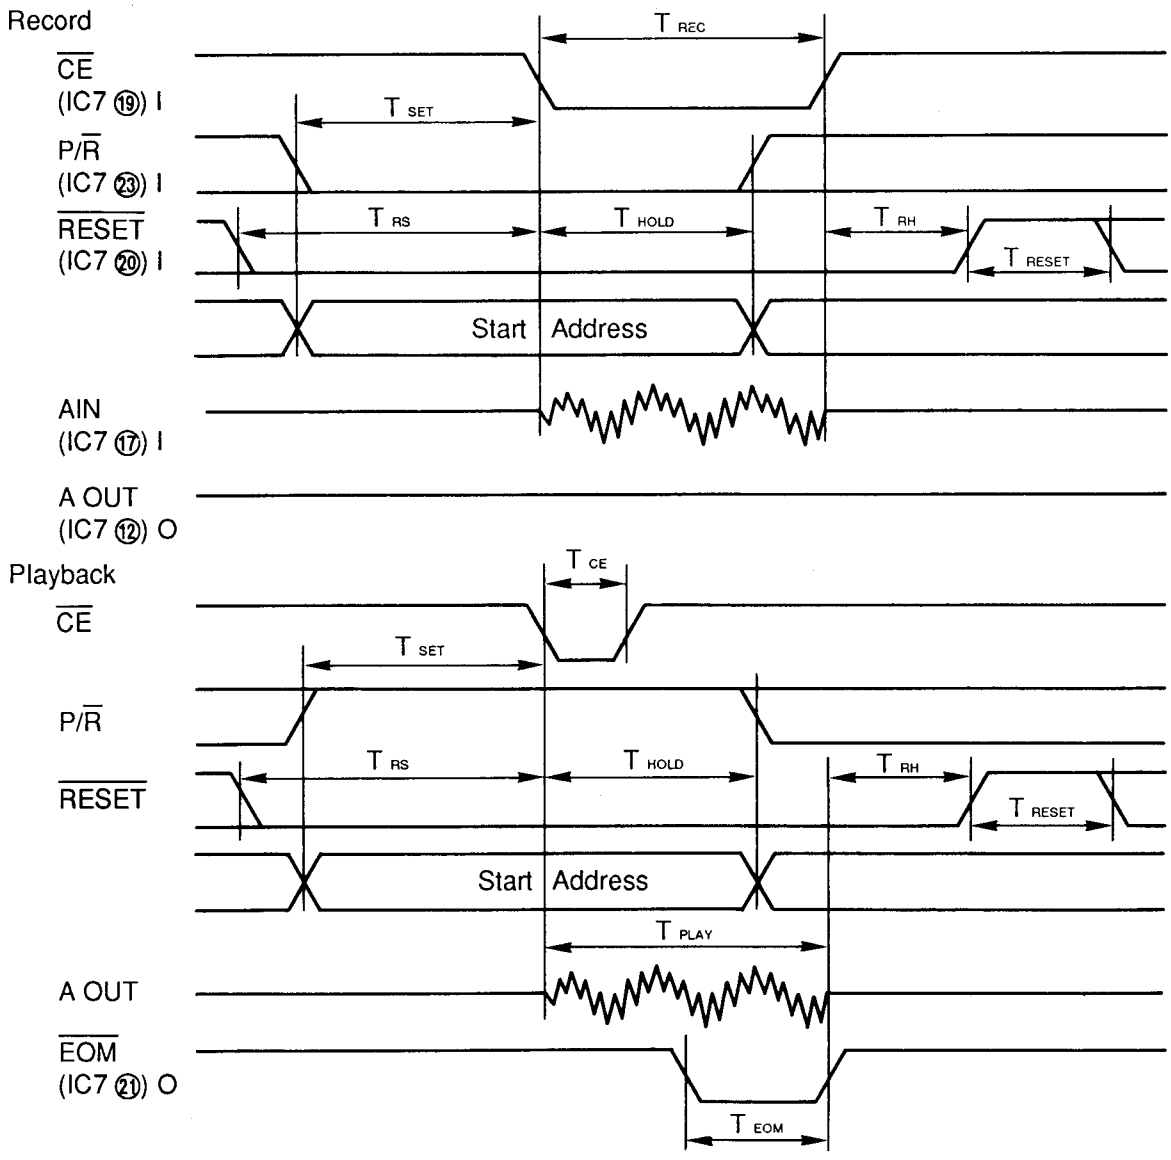

Abb. 1
Der Sprachsignaleingang vom Mikrofon oder der Leitung wird vom Stift 21 des speziellen integrierten ATAS-Schaltkreises 11 ausgegeben, durchläuft Q14 und gelangt zum Sprach-Synthesizer-LSI IC7-Stift (17). Das Signal wird dann im Analogspeicher-Array von IC7 gespeichert. Der Steuerungsablauf ist in Abb. 1 gezeigt.
Das im Analogspeicher-Array von IC7 gespeicherte Sprachsignal wird von Stift 12 ausgegeben und durchläuft den Bandpaß IC14, gelangt dann über C112 zum Stift 22 des speziellen integrierten ATAS-Schaltkreises 11, und wird zum Lautsprecher oder zur Leitung ausgegeben. Der Steuerungsablauf ist in Abb. 1 gezeigt.